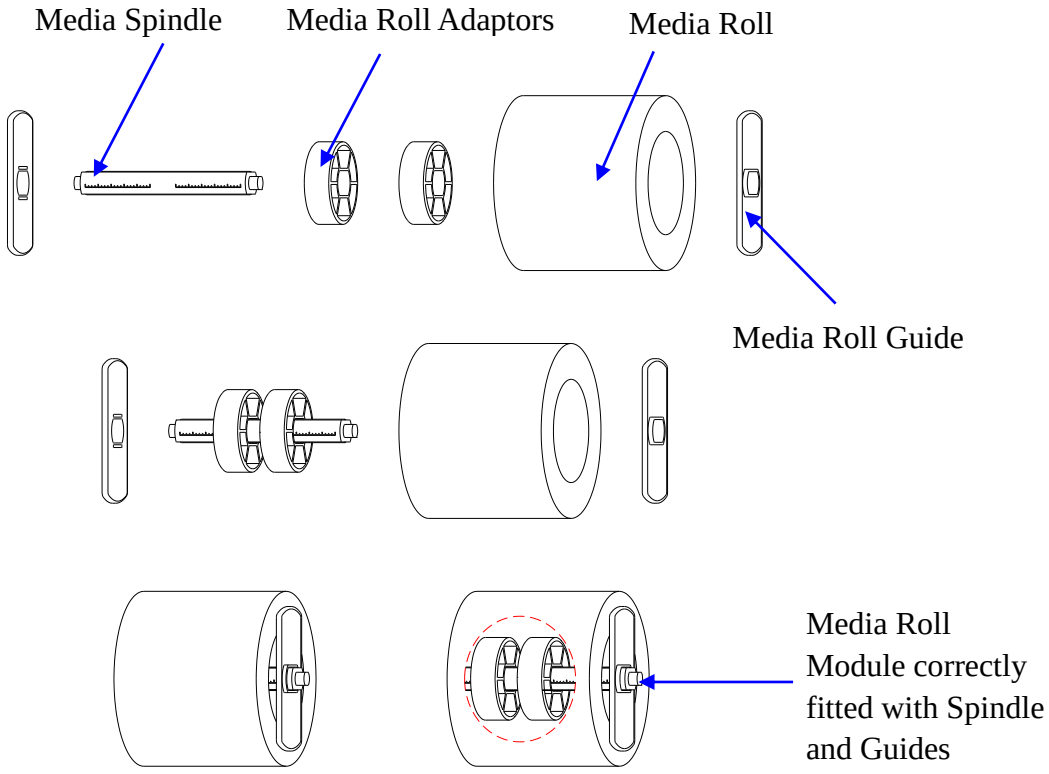

Figure 2-14 Place Media Roll on Media Spindle
1. Pull the retractable media stand outwards until an audible click is heard, as shown in Figure 2-14.
Guides, with smooth sides facing toward the media, onto the Media Spindle from each end until both Media Roll Guides touch the media. When placing a roll of media with a 3″ ID core, please slide the two Core Adapters onto the Media Spindle first, as shown in Figure 2-14.